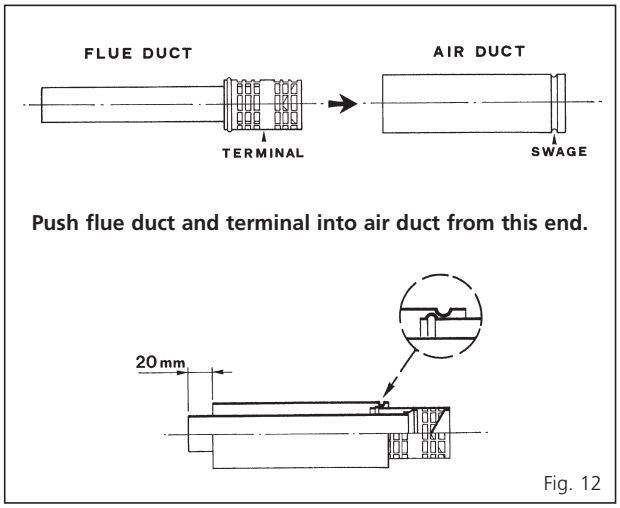

Fig. 12
– Refer to fig. 12. Hold the air duct at the plain end, and slide the flue duct (small duct) inside the air duct (terminal first) until the external swage of the terminal stops against the internal swage of the air duct, then mark off the length to be cut which leaves 20 mm protruding flue duct.
- Push the flue duct assembly into the air duct until the external swaged ring on the flue terminal stops against the internal swage on the air duct (fig. 12).